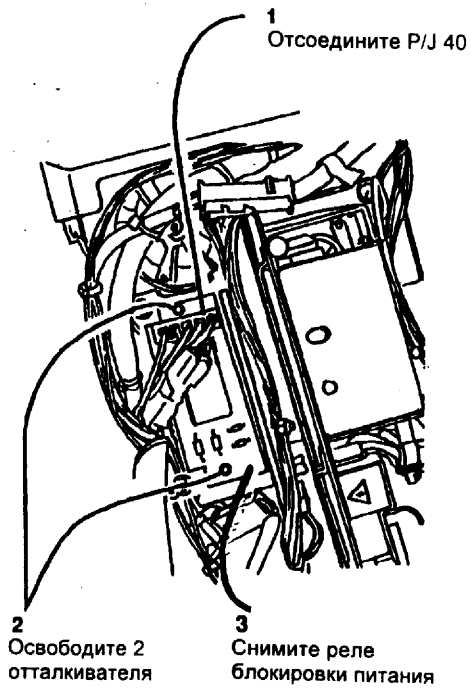

Рис. 1 Снятие реле блокировки питания
3. (Рис. 1) Снимите реле блокировки питания